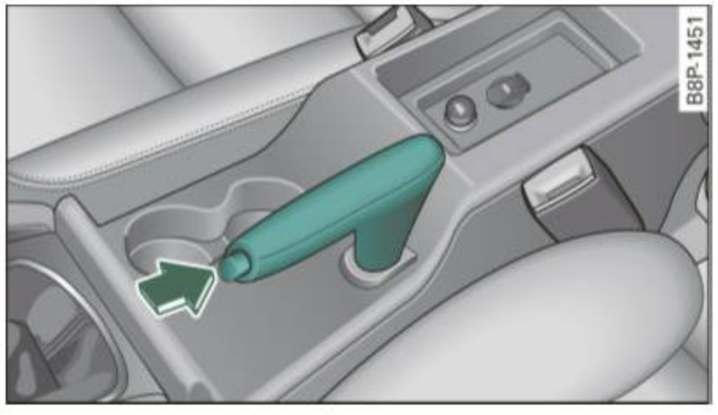

Fig. 110 Center console: Parking brake set
- Pull the parking brake lever up slightly *and* press the release button at the same time ⇒ *page 108*, fig. 110 -arrow-.